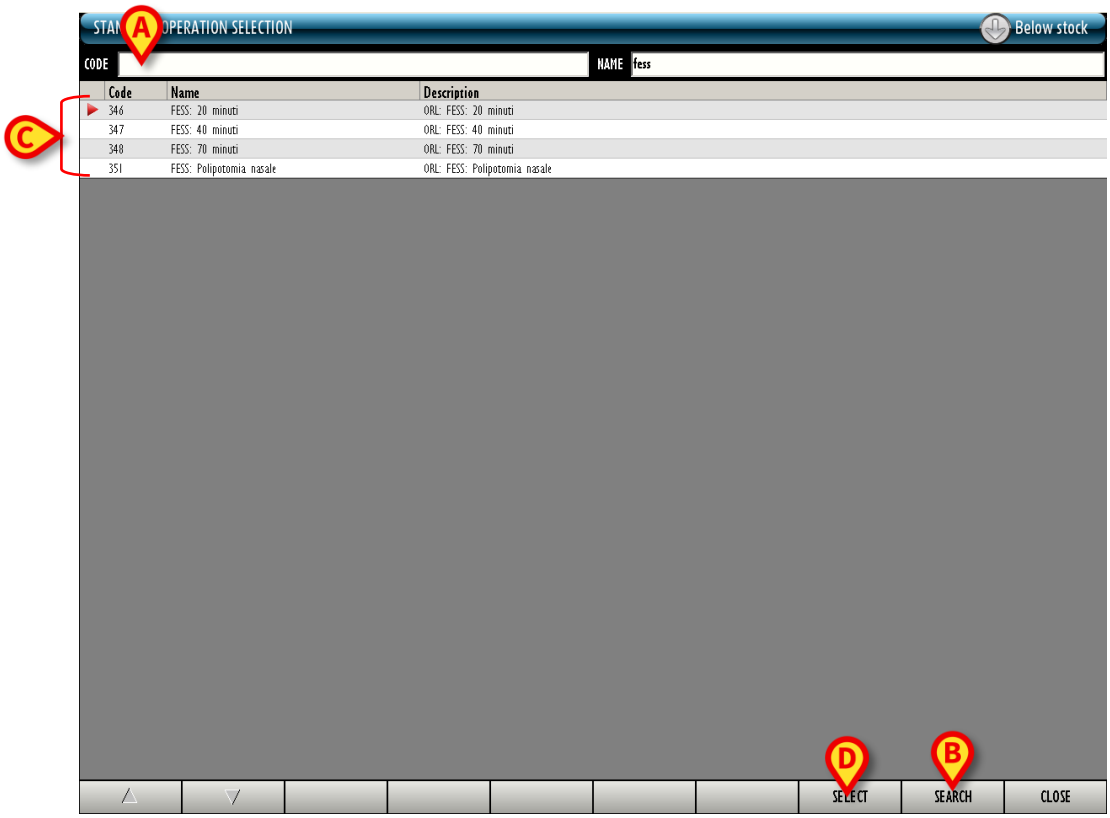

Fig 212
- Insert either the code or the name of the operation in the fields indicated Fig 212 **A**.
- Click the **Search** button on the command bar (Fig 212 **B**).
- The list of operations matching the specified values is displayed (Fig 212 **C**).
- Click the **Select** button on the command bar (Fig 212 **D**).